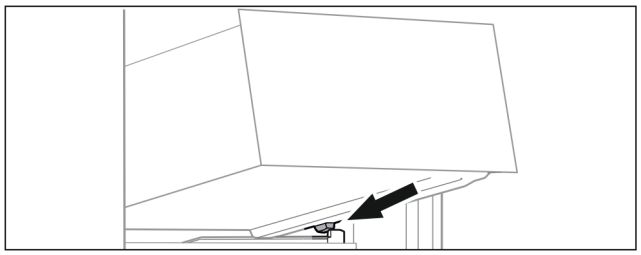

Fig. 33
▶ Așezați sertarul oblic în spatele opritoarelor pe nervura recipientului. (vezi Fig. 33)